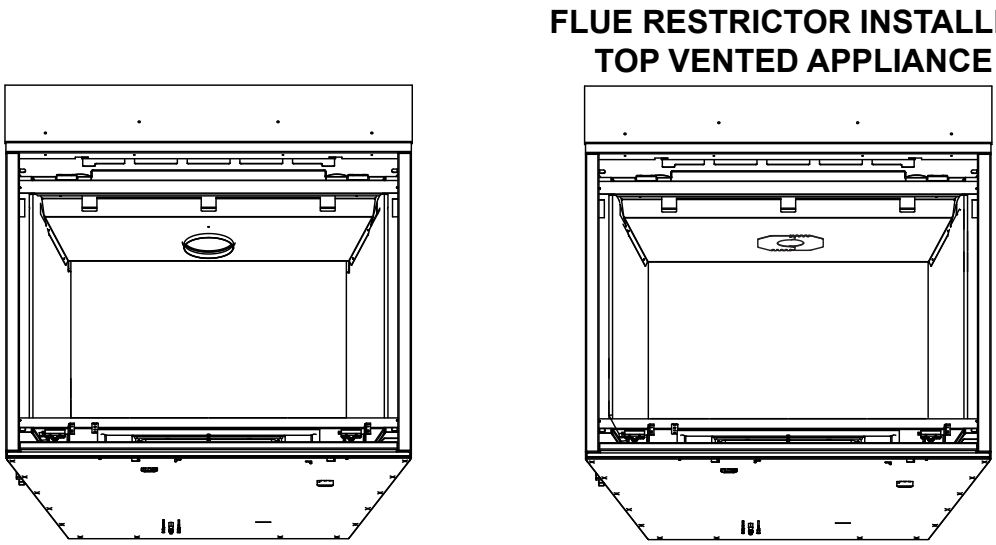

Figure 4.15
3. Center the two flue restrictor pieces on the vent at the setting selected in step 2 and secure in place by using two self-tapping screws. See Figure 4.15.